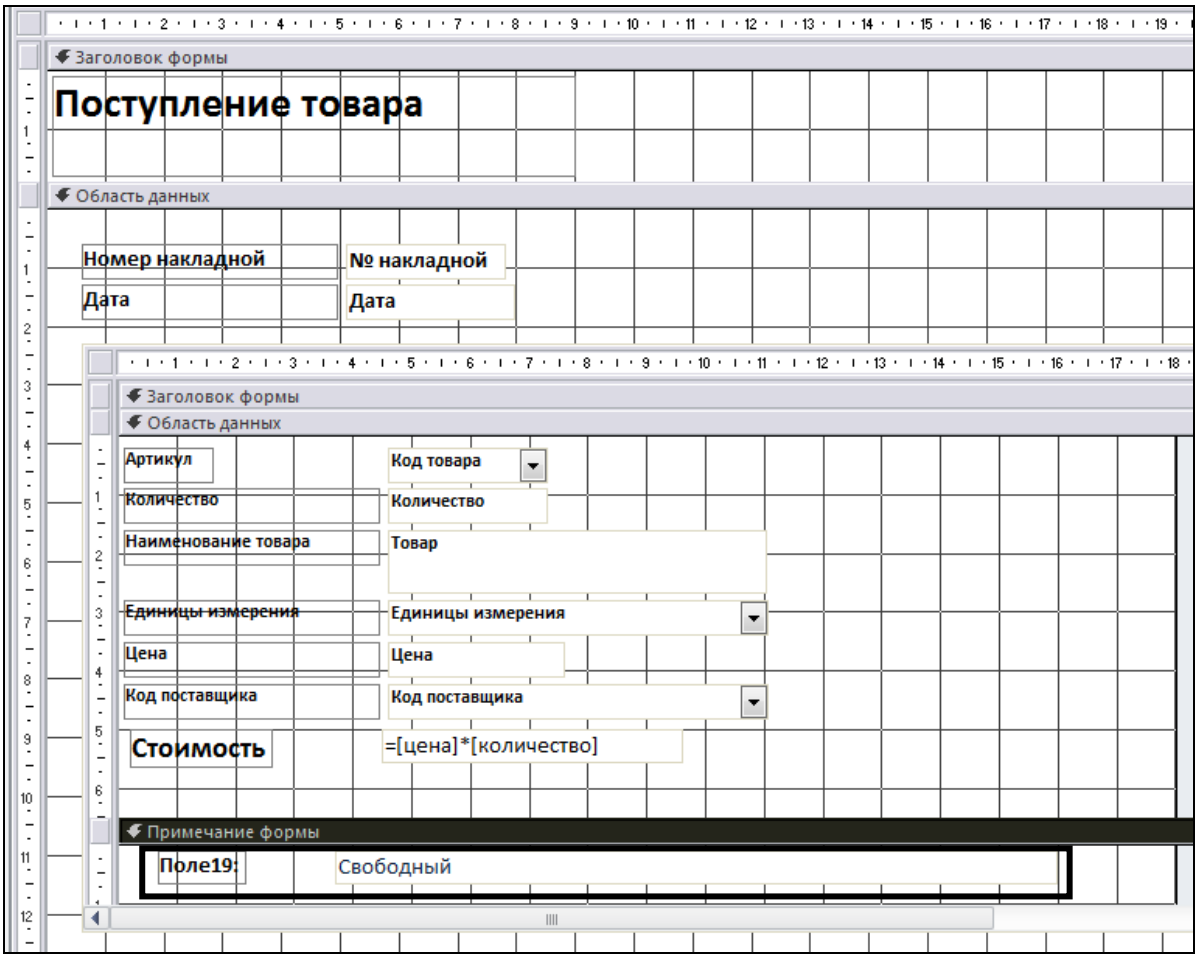

Рис. 3.34. Добавление на форму нового поля
1. Многотабличная форма открывается в режиме *Конструктора* (рис. 3.34) .
2. На вкладке *Конструктор* в разделе *Элементы управления* выбирается объект *Поле* (ab|), который прорисовывается в примечании подчиненной формы (рис. 3.34).